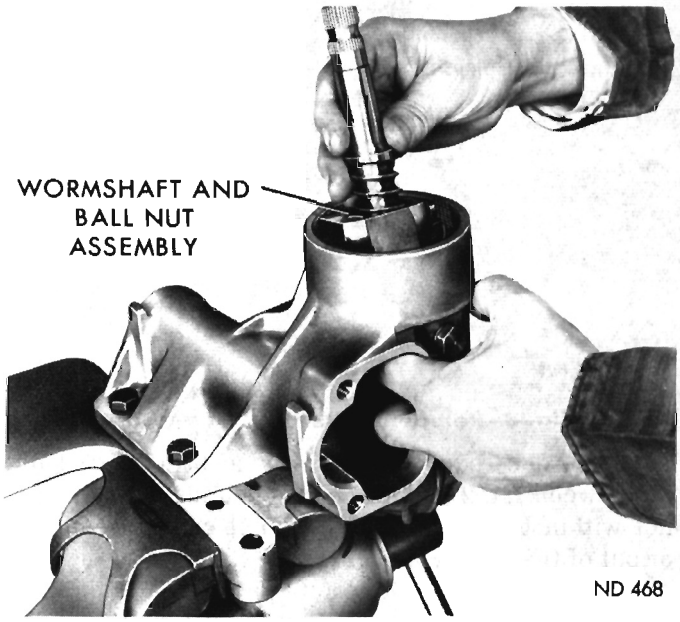
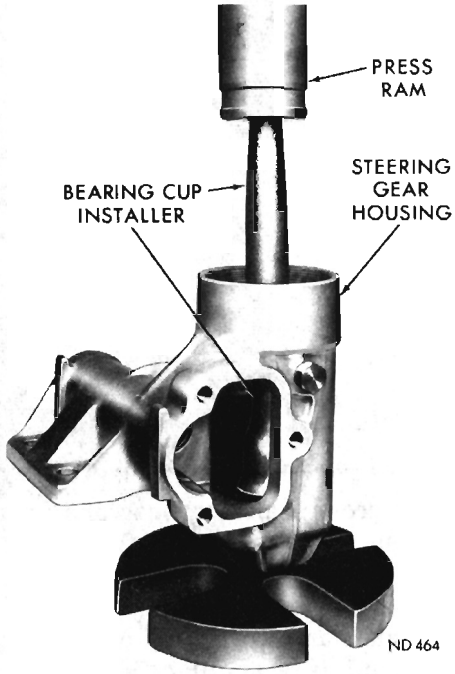

Fig. 6—Removing Worm Shaft and Ball Nut Assembly
Fig. 10—Installing Wormshaft Lower Bearing Cup (All Models Except Fury and V.I.P. Shown)
(9) Carefully remove worm and ball nut assembly (Fig. 6).
(21) To install wormshaft bearing cups, position cups in housing and bearing adjuster nut. Then press them in place with Tool C-3865 (Figs. 10 and 11).
(22) Install wormshaft oil seal by positioning seal in wormshaft adjuster with seal metal retainer **UP.** Drive seal into place with a suitable sleeve so it is slightly below end of bore in adjuster.
(23) Apply a coating of steering gear lubricant to all moving parts during assembly, also place lubricant on and around oil seal lips.
(24) Clamp holding fixture and housing in a vise with bearing adjuster opening upward.
(25) Place a thrust bearing in lower cup in housing.
(26) Hold ball nut from turning (Fig. 6), and insert wormshaft and ball nut assembly into housing with end of worm resting in thrust bearing.
(27) Place upper thrust bearing on wormshaft.